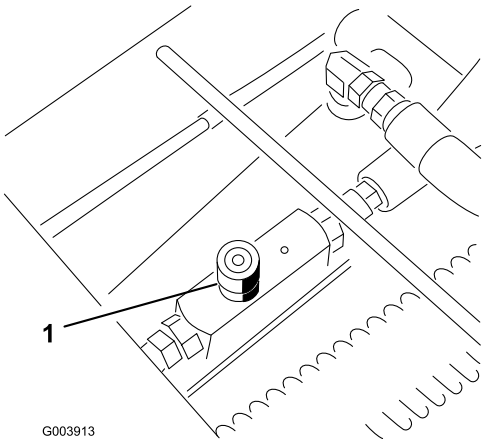

**Figuur 74**
1. Ga naar de klep achter het inspectieluik boven het bestuurdersplatform (Figuur 74).